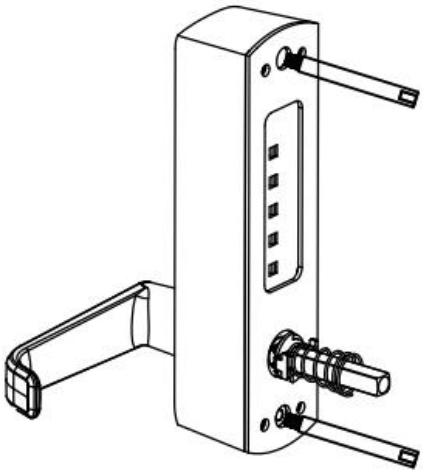

FIG9B
3) Steek het ene uiteinde van de vierkante as met borgveer in het vierkante gat van het slot op het voorpaneel (zoals weergegeven in afbeelding 9B) en steek het andere uiteinde in het vierkante gat van het slot op het achterpaneel. Bevestig met behulp van de bijgeleverde rubberen pakking en montageschroeven.